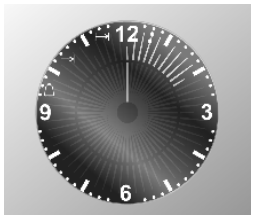

Fig. 2
- benyt tasterne – / - til at indstille det ønskede tidsrum; displayet oplyser **et segment** for hvert indstillet minut (på **Fig. 2** vises en indstilling med 10 minutter tilberedning).